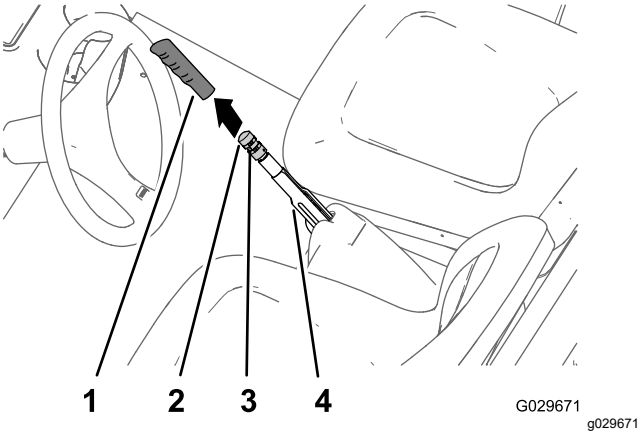

Figur 67
1. Ta bort handtagsgreppet från parkeringsbroms-spaken (Figur 67).
2. Lossa ställskruven som håller fast bromsjuste-ringsvredet på parkeringsbromsspaken (Figur 67).
3. Vrid bromsjusteringsvredet tills det når en kraft på 133–156 N för att koppla in parkeringsbromsspaken (Figur 67).
4. Dra åt ställskruven och montera handtagsgreppet (Figur 67).
2. Lossa ställskruven (Figur 67) som håller fast bromsjusteringsvredet på parkeringsbromsspaken, koppla ur parkeringsbromsen och lossa bromsjusteringsvredet.
5. Vrid bromsjusteringsvredet (Figur 67) tills en kraft på 133–156 N krävs för att koppla in parkeringsbromsspaken.
C. Vrid bromsjusteringsvredet (Figur 67) så att det behövs en kraft på 133–156 N för att koppla in parkeringsbromsspaken.
- Dra åt ställskruven och montera handtagsgreppet (Figur 67).